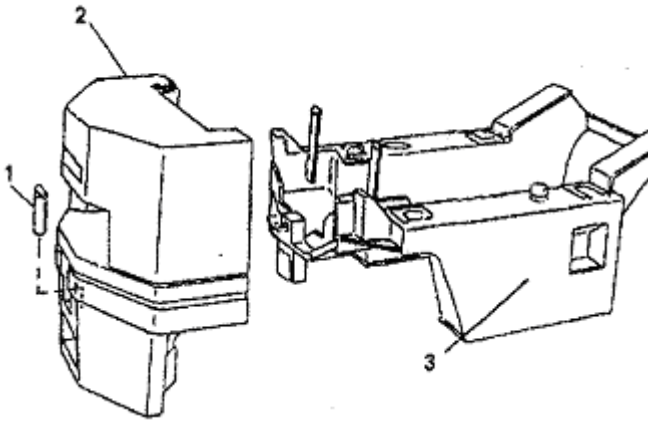

Рис. 2.5. Корпус электропогрузчика 1 – буксировочный палец, 2 – противовес, 3 -бак рабочей жидкости гидросистемы.
Корпус универсального электропогрузчика (рис.2.5) представляет собой стальную несущую конструкцию. Корпус состоит из сварной рамы с двумя бортами, соединенными поперечными и продольными связями. В полости корпуса находится бак для рабочей жидкости гидросистемы (3). Для увеличения устойчивости погрузчика к задней части рамы болтами крепится противовес (2). Буксировочный палец (1) предназначен для буксировки электропогрузчика в случае его неисправности.